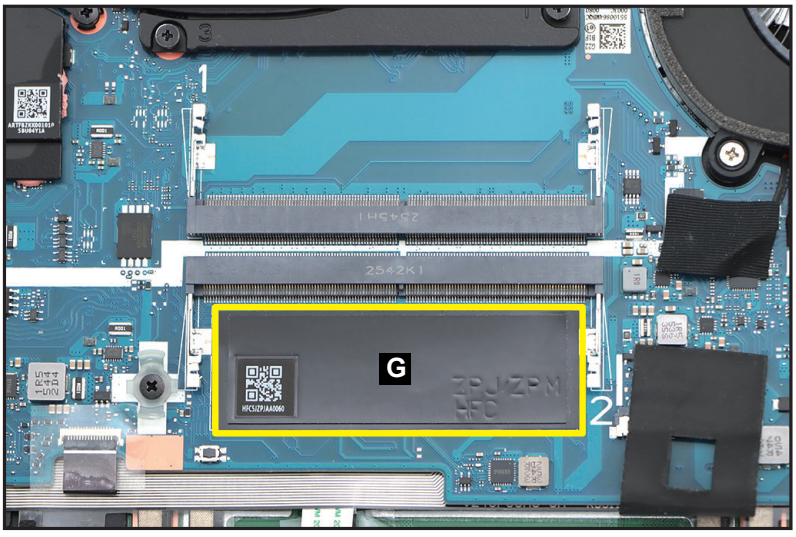

Figure 1-27. DIMM Module Removal
9. Detach the absorber with insulator mylar (G) from the mainboard as shown in Figure 1-27.